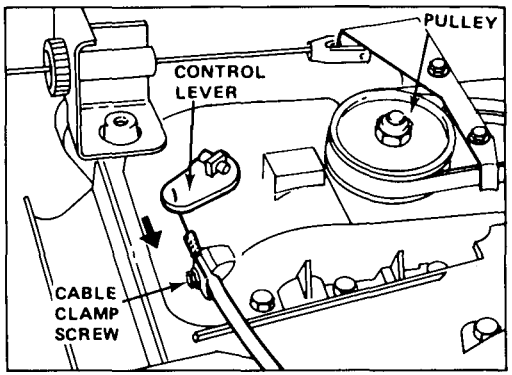

Figure 25
3. ADJUSTMENT (Fig. 25) – Loosen cable clamp screw until cable conduit slides. Push transmission control lever toward cable clamp screw and hold lever in place. Pull cable to remove slack and tighten clamp screw.
4. CHECK ADJUSTMENT – Assure ground speed control is in "N" and pull mower backward: Pulley (Fig. 25) should not rotate. If pulley does rotate, readjust for neutral: refer to step 3.